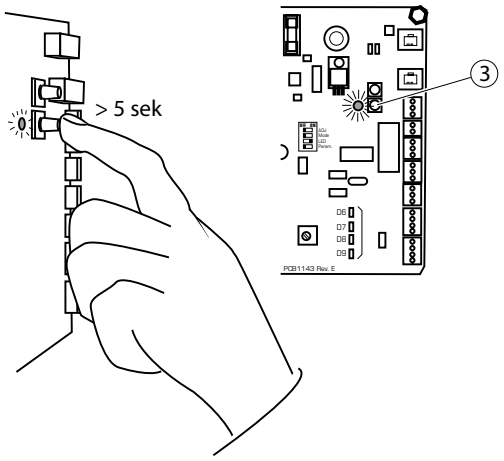

Figur 17. Återställning av filtertimer.
7. Efter filterbyte återställs timern genom att trycka på återställningsknappen S1 ③ på styrkortet längre än 5 sekunder, se figur 17, tills filterlampan D4 börjar blinka. Detta återställer timern till utgångsläget. Återställning av tiden kan göras även om filterlarmet inte har löst ut.
Är tilluftstemperaturen över +38°C och utetemperaturen är under +30°C så larmar aggregatet efter en fördröjning på en minut. Är tilluftstemperaturen under +5°C så larmar aggregatet efter en fördröjning på tio minuter. Larmet är förreglat vid avfrostning och vid forcering via spiskåpa. Larmet återställs genom att trycka en gång på återställningsknappen S1 ③ på styrkortet, se figur 17.
Får man ett givarfel, kortslutning eller avbrott på utelufts- eller tilluftsgivaren, så larmar aggregatet efter en fördröjning på en minut. Larmet återställs efter att man bytt givare genom att trycka en gång på återställningsknappen S1 ③ på styrkortet, se figur 17.